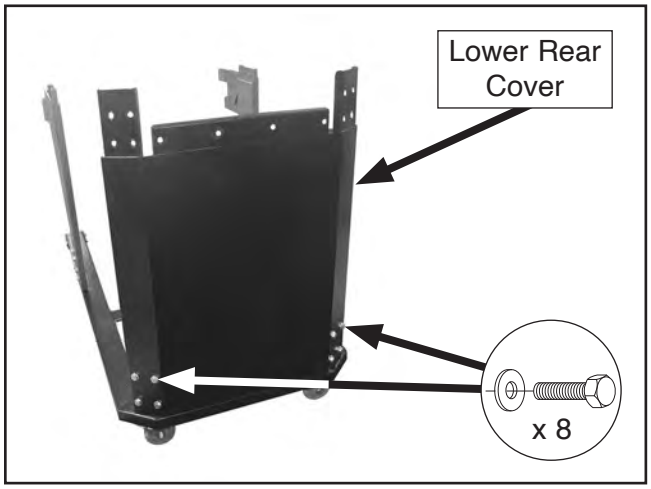

Figure 20. Lower rear cover attached to stand base.
5. Attach lower rear cover to back of stand base with (8) 5/16"-18 x ¾" hex bolts and (8) 5/16" flat washers (see **Figure 20**).